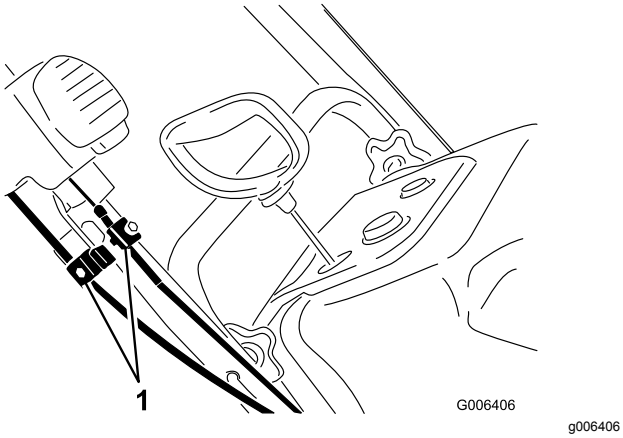

Рисунок 32
1. Отпустите затяжку 2 зажимов троса устройства управления Quick Shoot (Рисунок 32).